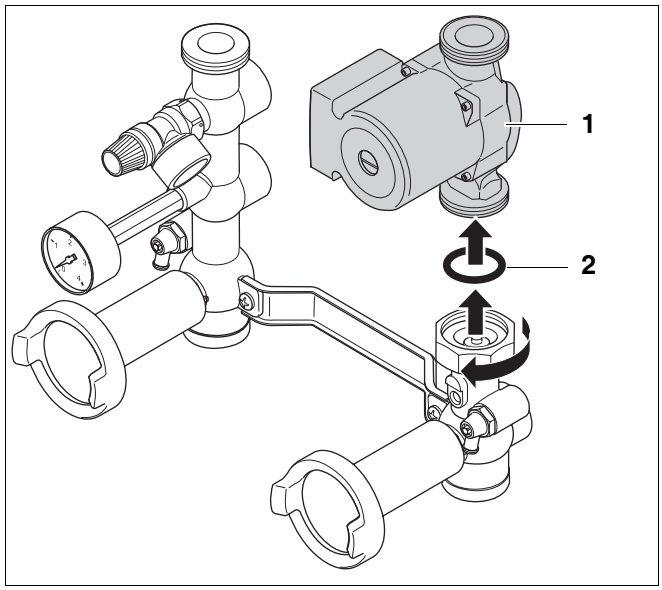

Bild 5 Pumpe demontieren
- Pumpe demontieren (Bild 5**, Pos. 1**).
- Flache Gummidichtung entfernen (Bild 5**, Pos. 2**).